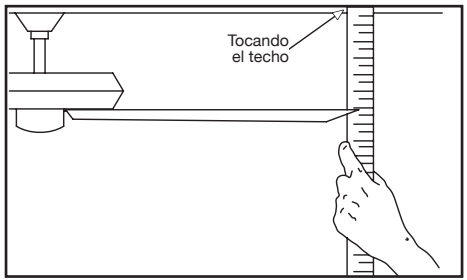

Figura 13
2. La mayoría de los problemas de oscilación del ventilador se deben a que las aspas no están al mismo nivel. Verifica este nivel seleccionando un punto en el techo sobre la punta de una de las aspas. Mide desde un punto en el centro de cada aspa al punto en techo. Mide esta distancia como muestra la Figura 13. Gira el ventilador hasta que la siguiente aspa quede en posición para medir. Repite el procedimiento para cada aspa. Las desviaciones de la medición no deben pasar de 1/8” (3.2 mm). Enciende el ventilador por 10 minutos.